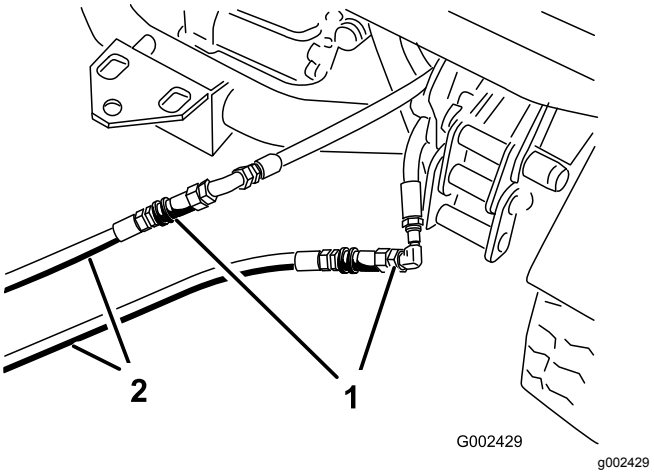

Figur 84
3. Koble de to forbindelsesslangene på den deaktiverte maskinen til slangene som ble koblet fra (Figur 84).